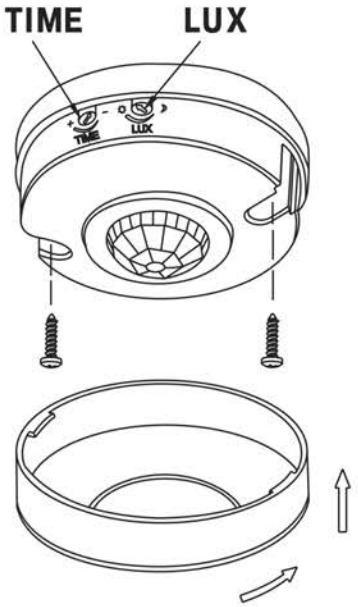
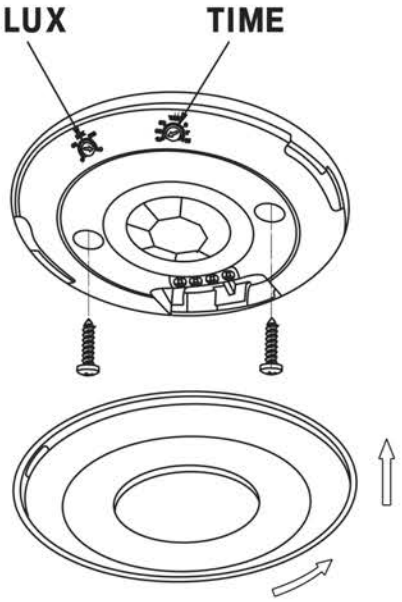

Рисунок 11 – Датчик движения ДД-025, ДД-027
Рисунок 12 – Датчик движения ДД-026
– Повернуть против часовой стрелки защитную крышку датчика. Снять крышку (рисунок 11, рисунок 12).
– Установить датчик на опорную поверхность (потолок, стена) и закрепить его через два отверстия в корпусе винтами самонарезающими (рисунок 11, рисунок 12).